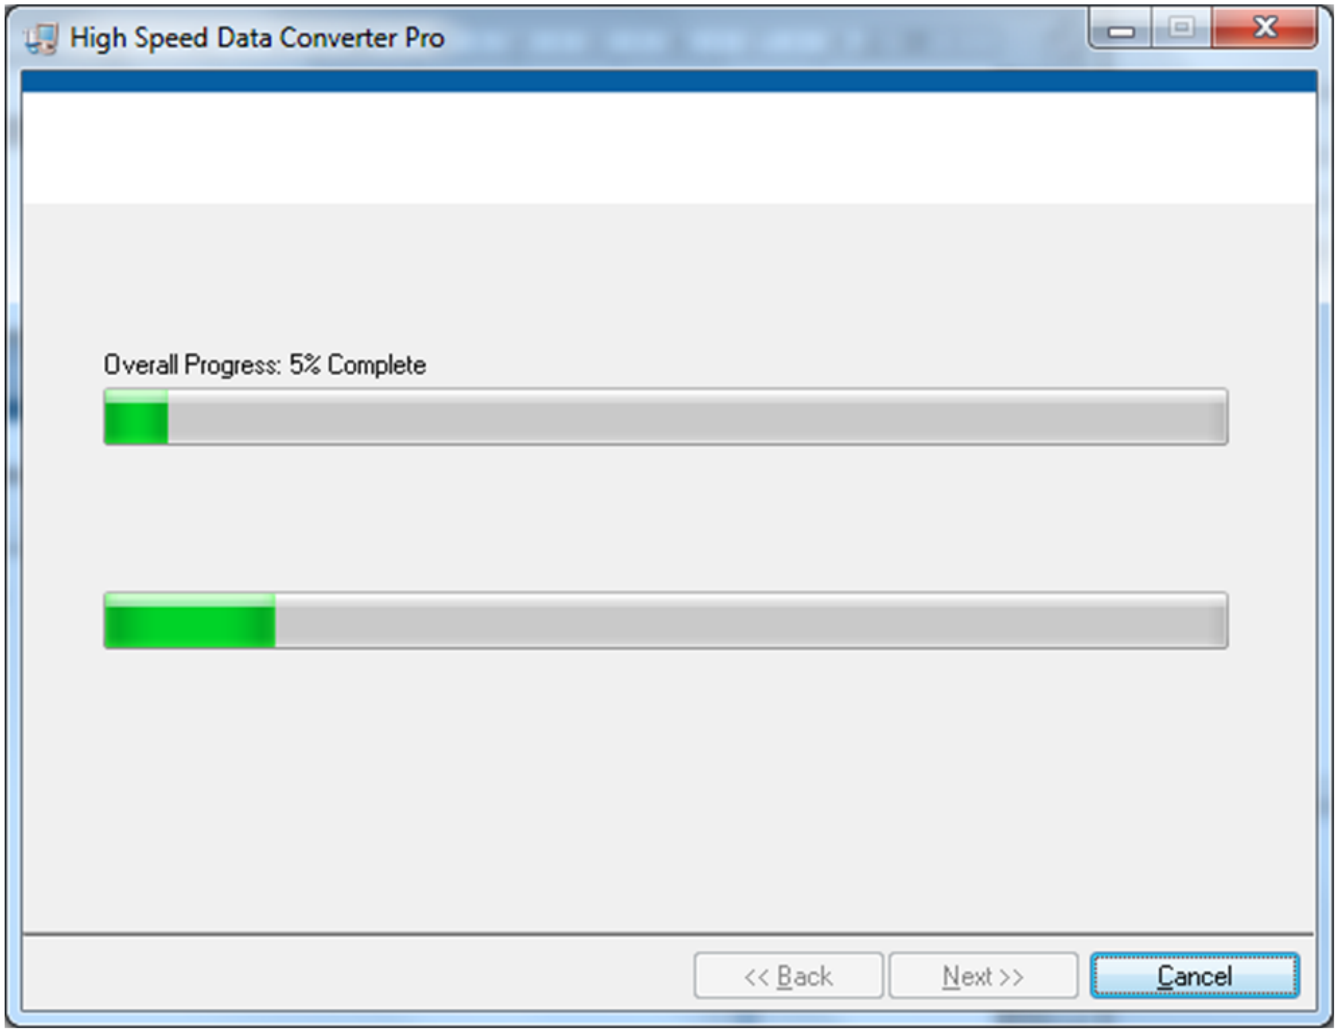

Figure 28. HSDCPro Install (Installation Progress)
- The window shown in Figure 28 should appear indicating that the installation is in progress.